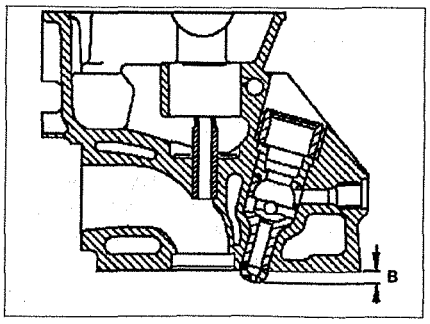

Рис. 4.22. Проверка выступания предкамеры:
Выступание нижней части предкамеры должно быть в пределах **7.6 – 8.1 мм** (см.рис.4.22).
7. Открутите болт **12**, снимите прокладку **13** и шкив распределительного вала **4** (см.рис.4.22).
10. Установка производится в порядке, обратном снятию. Смажьте распределительный вал **6** и установите его в головку блока цилиндров, чтобы метка ВМТ на распределительном вале **(стрелка)** была направлена вверх (см.рис.4.22). Метка на цепи ГРМ **3** должна быть совмещена с меткой на шкиве распределительного вала **4**. Перед установкой крышки головки блока цилиндров убедитесь, что метка ВМТ на распределительном вале и его шкиве **4** совпадают с меткой на цепи ГРМ **3**. Затяжка болтов крепления крышек подшипников распределительного вала производится в порядке, обратном ослаблению. Фазы газораспределения двигателя приведены в таблице 4.1.
Рис. 4.22. Распределительный вал: 4. Шкив распределительного вала, **5.** Крышка подшипника, **6.** Распределительный вал, **8.** Цилиндрический палец, **9.** Регулировочные втулки, **10.** Прокладка, **11, 12.** Болт, **13.** Прокладка, **14.** Регулятор радиального биения.